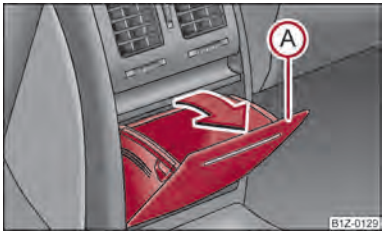

Fig. 86 Centre console at rear: Stowage compartment
– Open the storage compartment by pulling on the upper edge of the storage compartment Ⓐ in the direction of arrow ⇒ fig. 86.